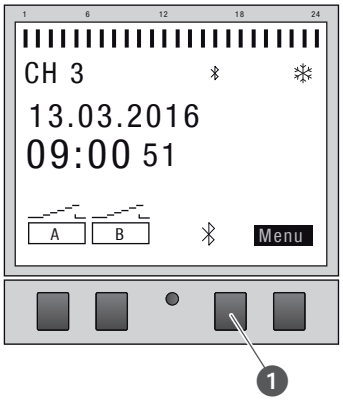

Fig. 22: Opbygning af Bluetooth-forbindelse på kanaludvidelsen
6. Tryk på Bluetooth-knappen (Fig. 22/❶) på kanaludvidelsen.